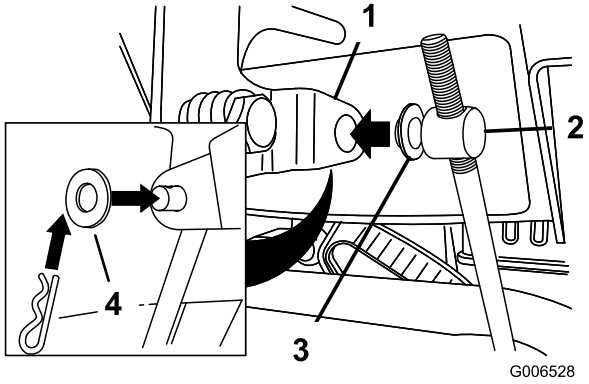

Figura 11
3. Togliete la coppiglia a forcina e la rondella esterna dal barilotto sul lato superiore dell'asta di comando della velocità (Figura 11).
Nota: Per agevolare l'installazione lasciate la rondella piana sul barilotto (Figura 11).
6. Sollevate l'asta di comando della velocità ed inserite il barilotto nel foro della leva di selezione della velocità (Figura 11).
B. Scollegate il barilotto dalla leva del selettore della velocità (Figura 11).
C. Abbassate il barilotto sull'asta di controllo della velocità (senso orario) (Figura 11).
D. Collegate il barilotto alla leva del selettore della velocità (Figura 11).